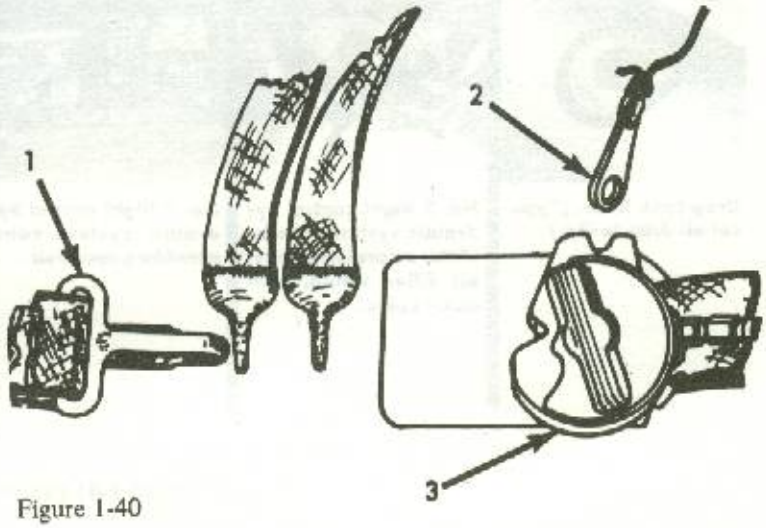

Figure 1-40
1. Manual Operation: Refer to figure 1-40, for proper sequence of opening and closing the HBU lap belt, shoulder harness, automatic parachute arming lanyard anchor (Gold Key).